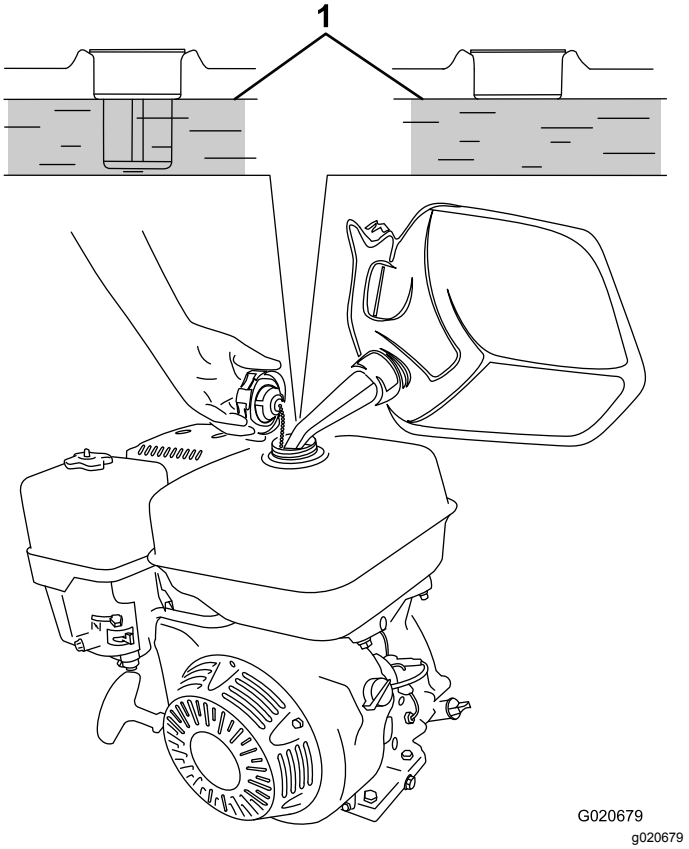

Figura 34
3. Añada combustible al depósito de combustible hasta que el nivel llegue al nivel máximo de combustible (Figura 34).